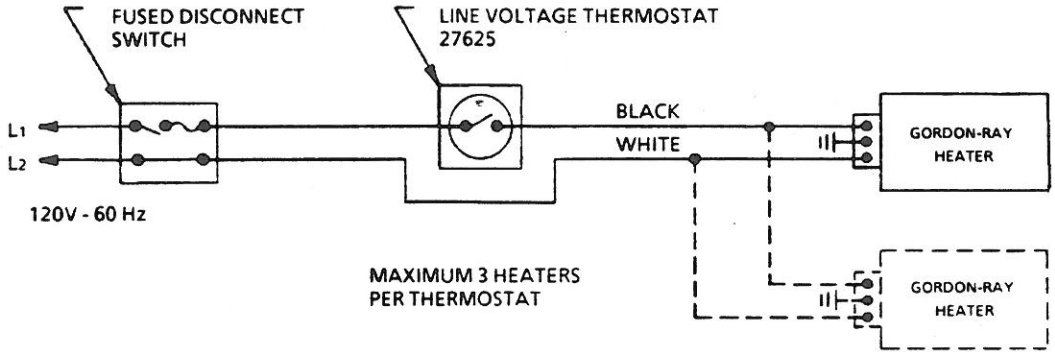
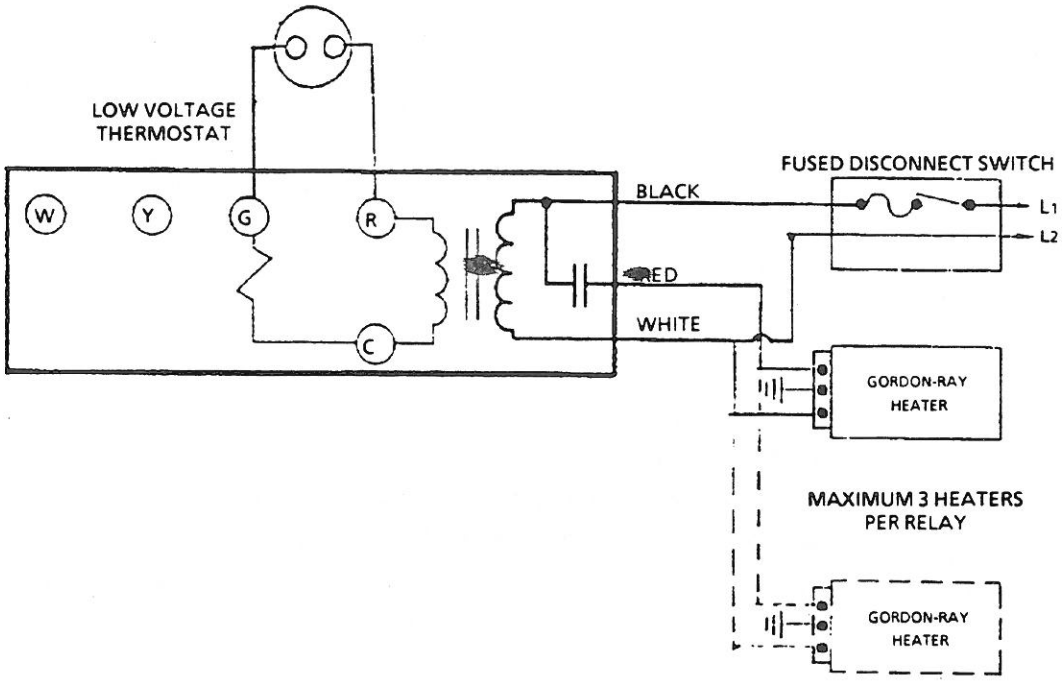

FIGURE 5. WIRING OF LINE VOLTAGE THERMOSTAT
FIGURE 6. WIRING OF LINE VOLTAGE THERMOSTAT AND RELAY
Heaters are normally controlled by thermostats (see Figure 5). Line voltage thermostats are wired directly; the recommended 24 volt thermostats use a relay per Figure 6.
3. FOR LOW VOLTAGE THERMOSTAT AND/OR PARALLEL BURNER OPERATION SEE WIRING DIAGRAM, FIGURES 5 OR 6, PAGE 12.